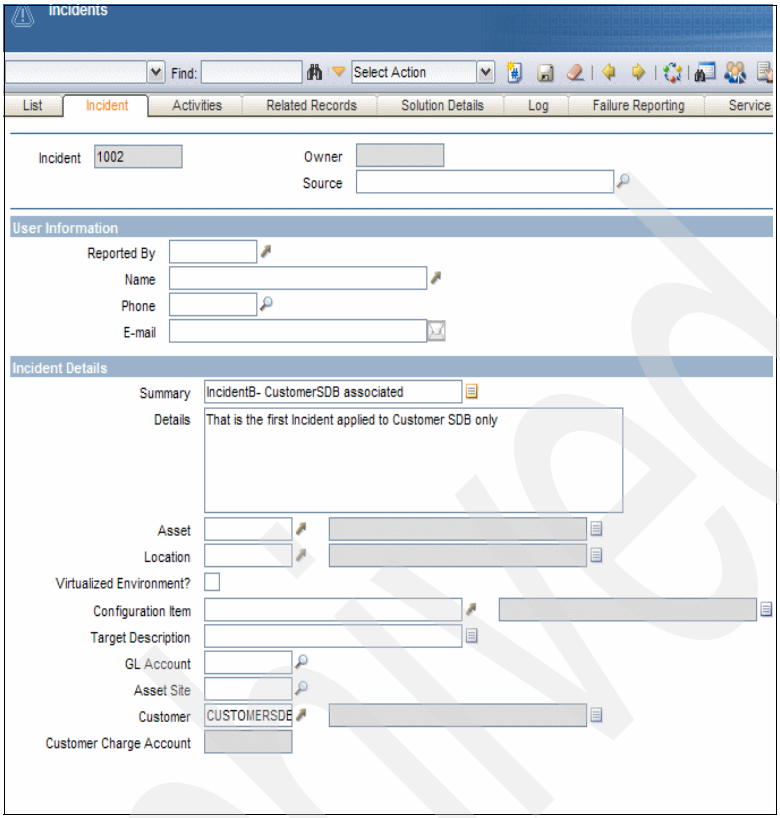

Figure 13-22 New Incident for CustomerSDB
11. Save the record, as shown in Figure 13-22 on page 250.